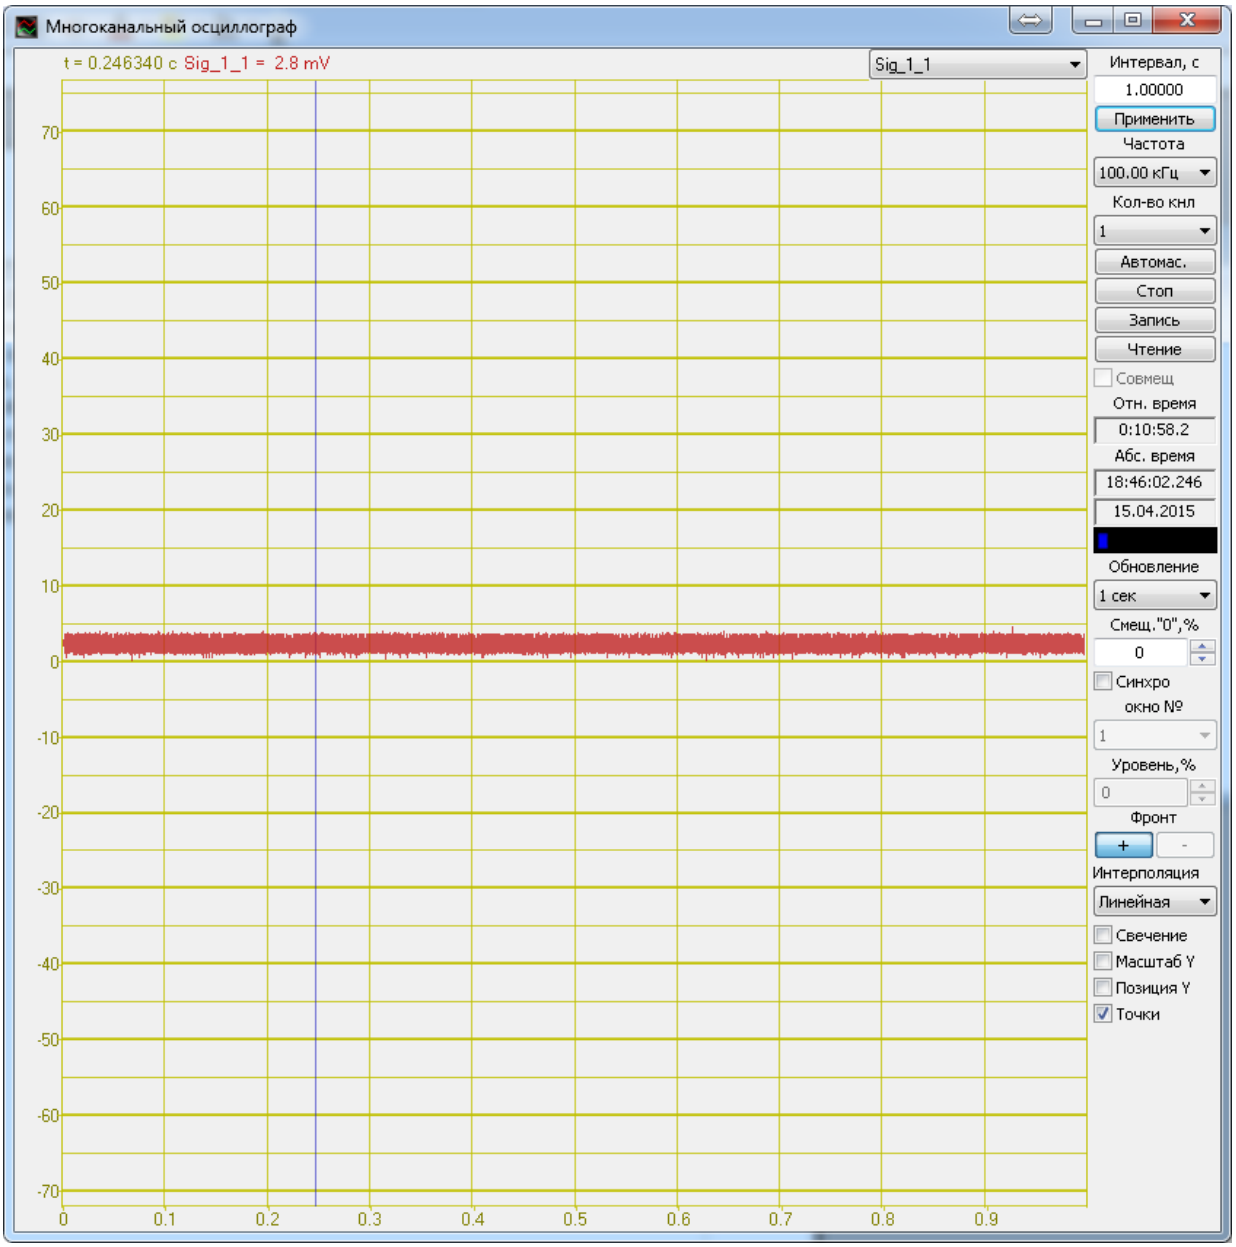
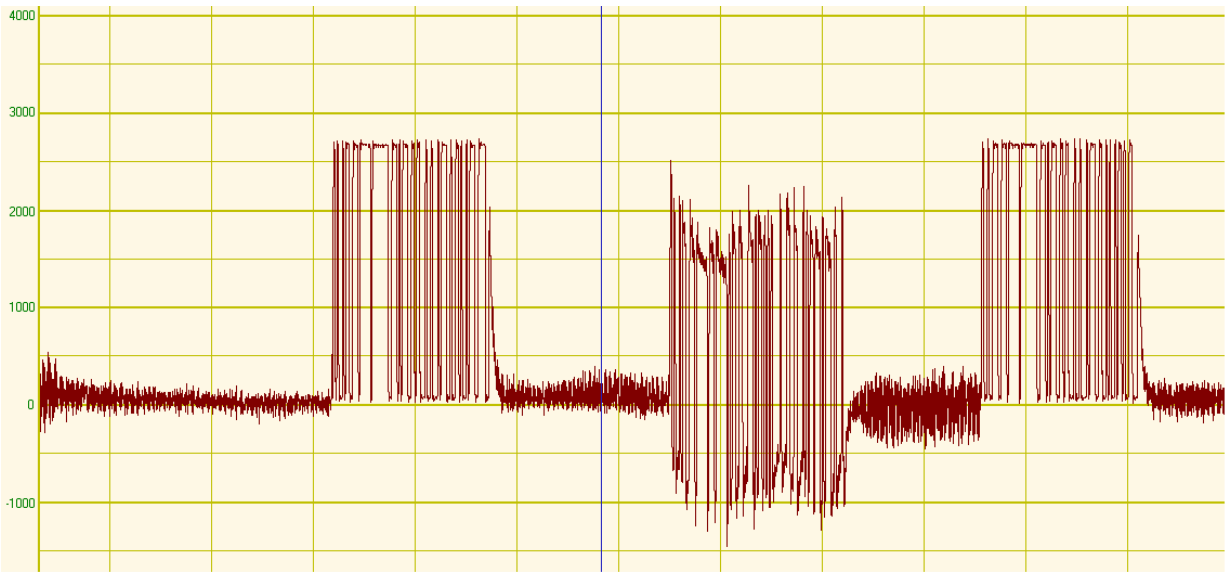

Рисунок 26 Отсутствие сигнала
Рисунок 27 Асимметрия сигнала
11. Произвести диагностику кабельной линии оценив на экране программы «многоканальный осциллограф» вид регистрируемого сигнала: Рисунок 26 — сигнал на линии связи отсутствует (вероятная причина — преобразователь интерфейса не активирован, либо неисправен); Рисунок 27 — сигнал на линии связи асимметричен (вероятная причина — наличие замыкания цепи «D+» либо цепи «D-» на цепь «GND»);